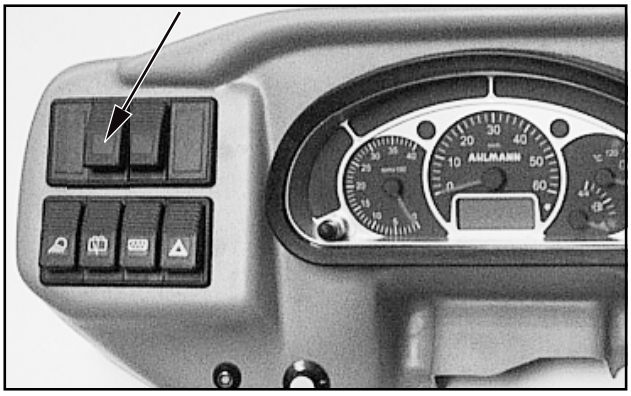

Afbeelding 4-9c
2 - Tiptoets voor ventilatorreversie (SA) zie afb. 4-9c